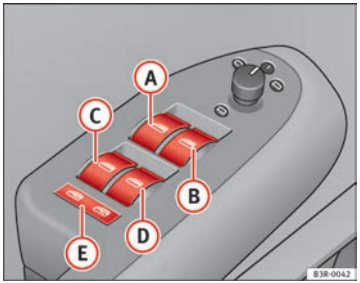

Fig. 80 Detail of the driver door: Controls
(A) Switch ⇒ Fig. 80 for the driver door window
The safety switch ⇒Fig. 80 (E) can deactivate the rear door switches. The windows can only be operated from the rear when the safety switch is pressed in.